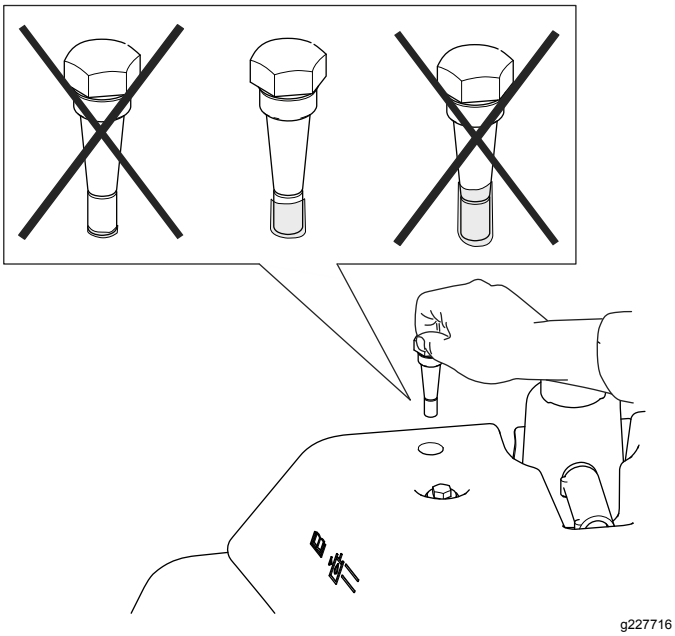

**Figur 55**
4. Ta bort oljestickan och kontrollera vätskenivån. Om vätskenivån ligger mellan markeringarna på oljestickan finns det tillräckligt med vätska. Om vätskenivån inte är mellan markeringarna ska du justera vätskenivån därefter (Figur 55).